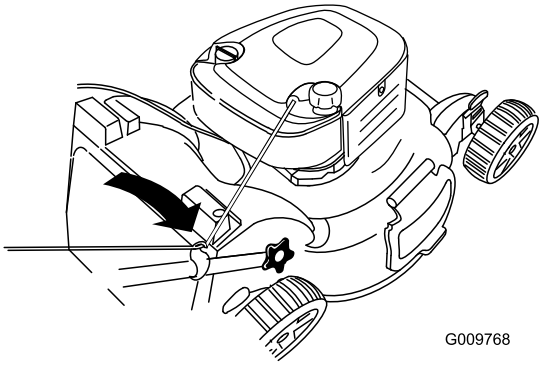

Figur 22
2. För in startsnöret längs den nedre styrningen (Figur 22).